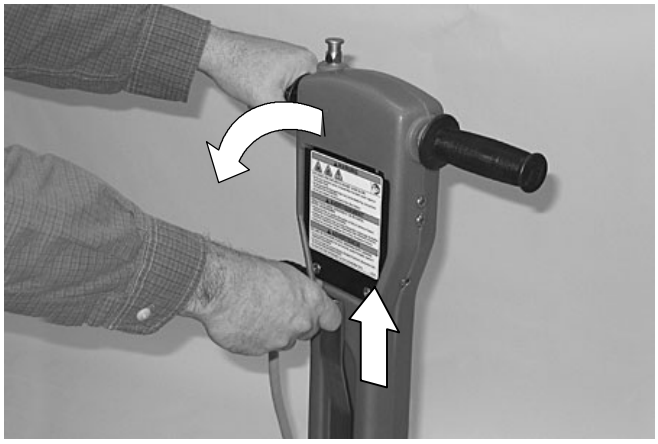

图 3
2. 把手柄从直立状态放下：提起手柄放松杆，放下手柄。（图3）